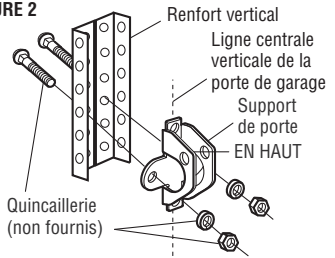

FIGURE 3
- Percer des trous de fixation de 3/16 po. Fixer le support de porte avec les vis autotaraudeuses. (Figure 3)